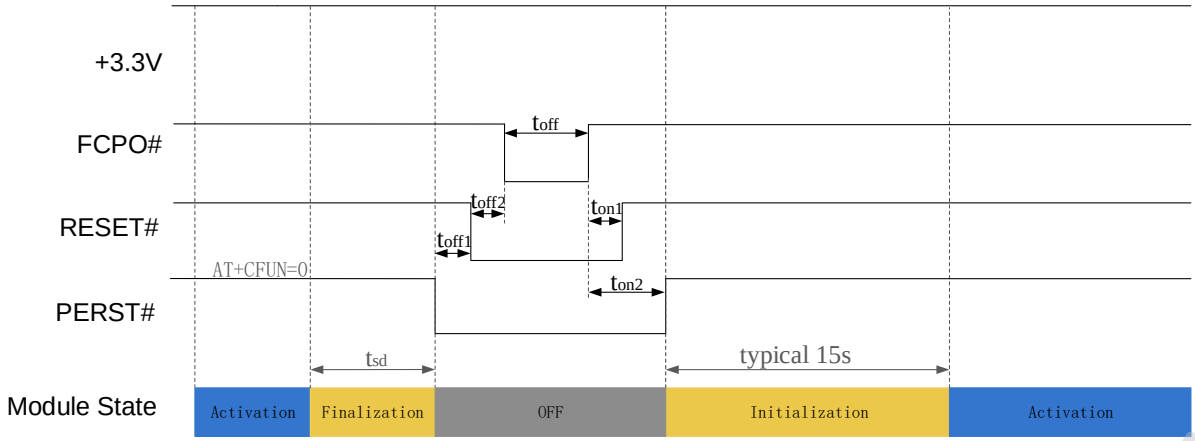

Figure 3-9 Reset control timing2nd
- Reset timing 2nd in Figure 3-9, PMU of module internal will be off in reset sequence (including whole power off and power on sequence, t_{sd} can refer section 3.3.2), recommend using in system warm boot.
Restart	Refer to section 3.3.3 Figure 3-9 Reset control timing2nd